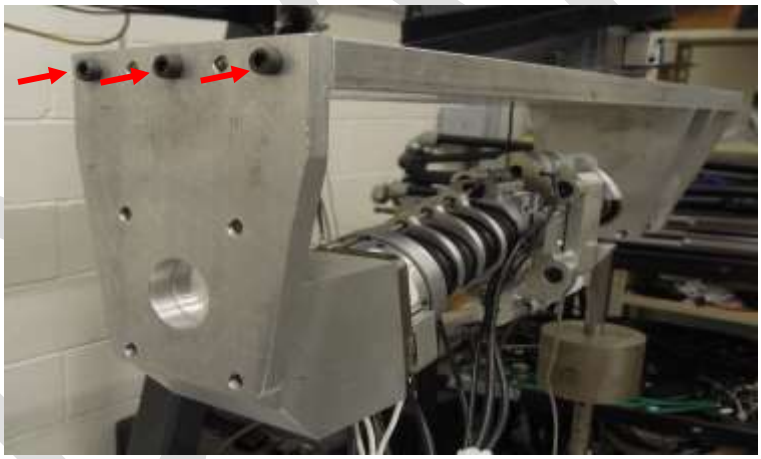

Figure 3-25. Attachment of end place to secure the neck into the torsion fixture.
3.7.1.10 Once the locator pins have been placed within the locator holes, install the three #10-24 X 1" SHCS through the end plate assembly into the top plate to secure the neck into the fixture (Figure 3-25).